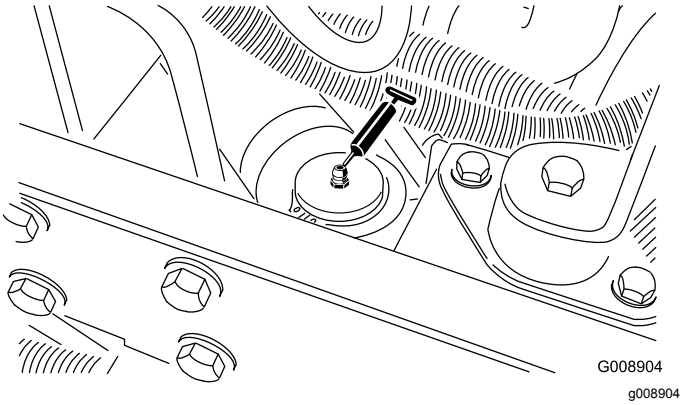

Figur 59
- Styretøjscylinder (Figur 59).